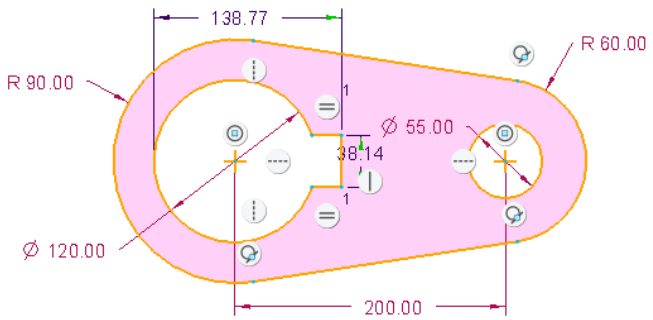

Figure 3-33 *Sketch after dimensioning the keyway*
2. Dimension the keyway, as shown in Figure 3-33.